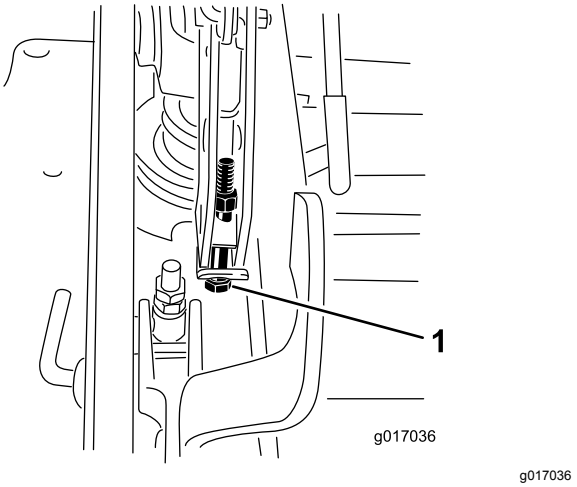

Figur 98
13. Om däcket är för lågt drar du åt enkelpunktjusteringsskruven genom att vrida den medurs. Om däcket är för högt lossar du på enkelpunktjusteringsskruven genom att vrida den moturs (Figur 98).
14. Dra åt de två skruvarna som sitter längst ner på klipphöjdsplattan (Figur 98).